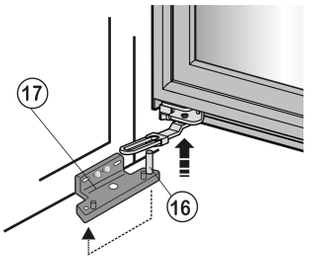

Fig. 10
- ▶ At the bottom, lift the door off the pin *Fig. 10 (16)* of the lower turn hinge *Fig. 10 (17)* and set it aside.
- ▶ Transfer the bearing pin *Fig. 10 (16)* in the turn hinge and screw it firmly into place **(with 4 Nm)**.